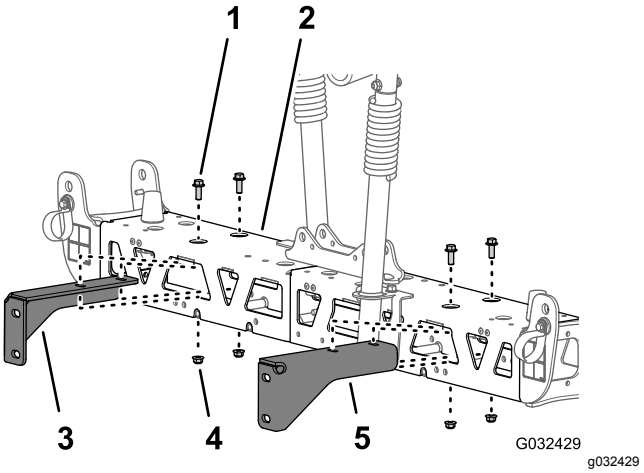

Rysunek 49
2. Odkręć 2 śruby kołnierzowe (3/8 x 1 cal) i 2 nakrętki kołnierzowe zabezpieczające (3/8 cala) mocujące wspornik do środkowej sekcji zraszania, a następnie zdejmij wspornik (Rysunek 49).
3. Odkręć 2 śruby kołnierzowe (3/8 x 1 cal) i 2 nakrętki kołnierzowe zabezpieczające (3/8 cala) mocujące drugi wspornik do środkowej sekcji zraszania, a następnie zdejmij wspornik (Rysunek 49).